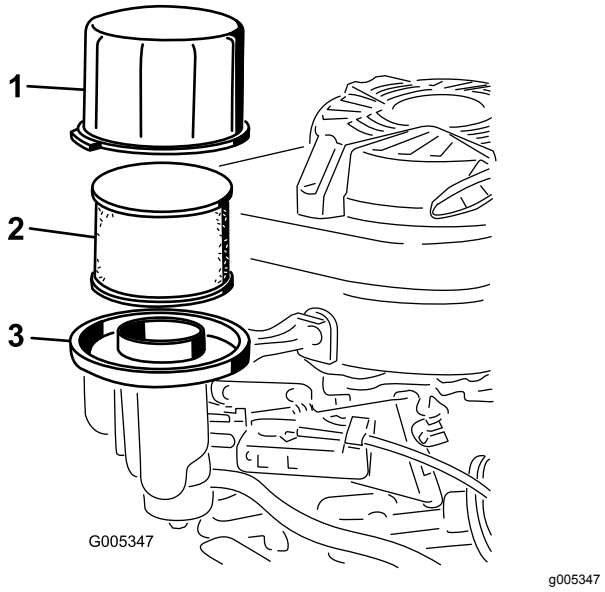

Rysunek 22
2. Usuń pokrywę i dokładnie ją oczyść (Rysunek 22).
3. Wyjmij z podstawy filtra powietrza piankowy filtr wstępny i filtr papierowy powietrza (Rysunek 22).